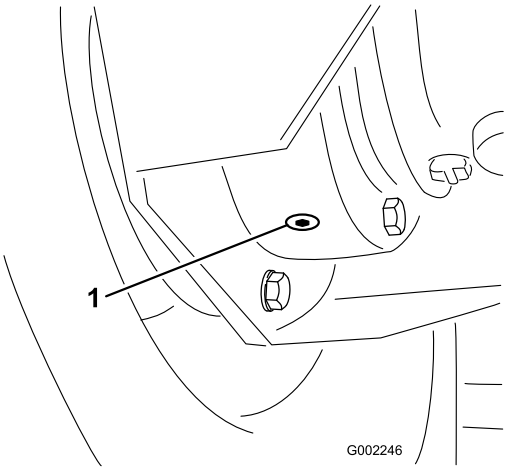

Bild 49
4. Stellen Sie eine Wanne unter die innere Ablassschraube und nehmen Sie sie ab (Bild 49).